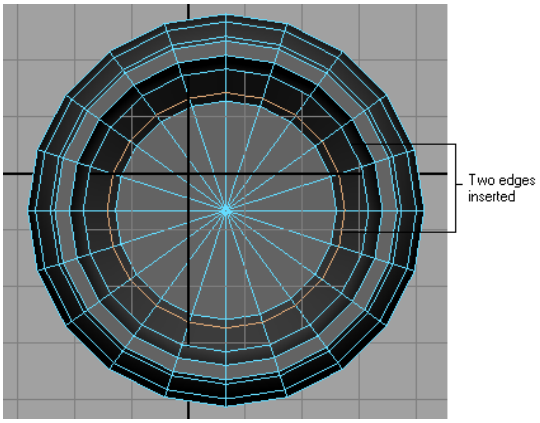

Figure 2-64 *Two edge loops added inside the mug*
14. Maximize the top-Y viewport such that you can view the inner area of *mug*. Press 3 to view the object in the smooth mode. To rectify the distortion in the geometry, you need to add edges. Press 1 and choose **Mesh Tools > Tools > Insert Edge Loop** tool; the shape of the cursor changes and then insert two edges inside the mug, refer to Figure 2-64. Deactivate the **Insert Edge Loop** tool by pressing W.